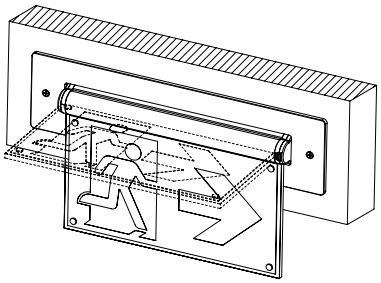

Fig. 8
2. For wall recessed mounting, the acrylic panel should be rotated 90° (see Fig.8).
2. Pour une installation encastrée au mur, le panneau en acrylique doit être tourné de 90° (voir fig. 8).